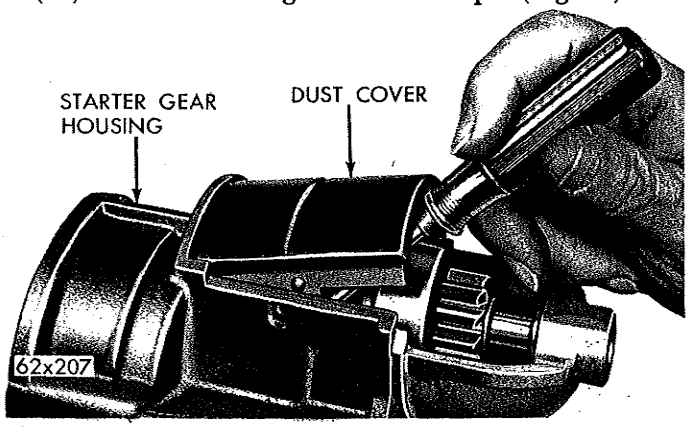

*Fig. 7—Removing Dust Cover*
(14) Remove solenoid contact and plunger from solenoid.
(15) Remove solenoid return spring from well of solenoid housing moving core.
(16) Remove dust cover from gear housing, as shown in Figure 7.